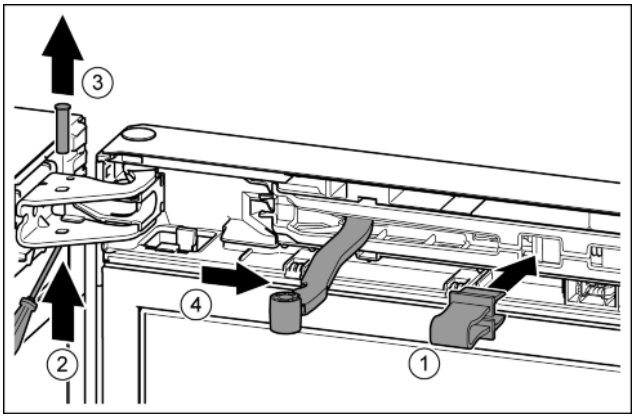

Fig. 13
▶ Sicherung in Öffnung einrasten. *Fig. 13 (1)*
▶ Bolzen mit Schraubendreher herausschieben. *Fig. 13 (2)*
▶ Bolzen nach oben herausnehmen. *Fig. 13 (3)*
▶ Gelenk in Richtung Tür drehen. *Fig. 13 (4)*